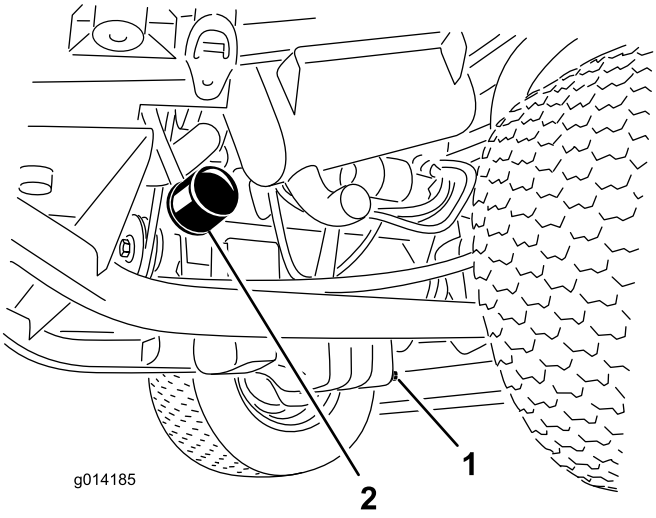

Figur 45
1. Ta bort avtappningspluggen (Figur 45) och låt oljan rinna ned i ett avtappningskärl.
3. Avlägsna oljefiltret (Figur 45).